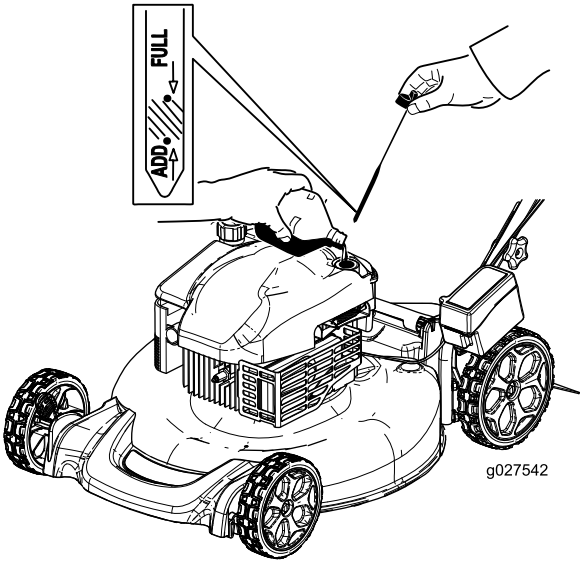

Figuur 25
12. Haal de peilstok eruit en controleer het oliepeil (Figuur 25).